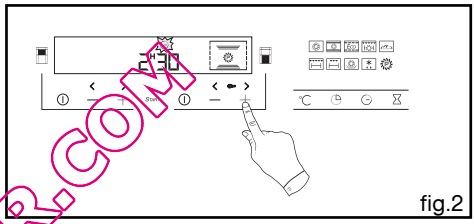

fig.2
- Appuyez sur la touche + ou - pour régler l’heure de fin souhaitée (fig.2).